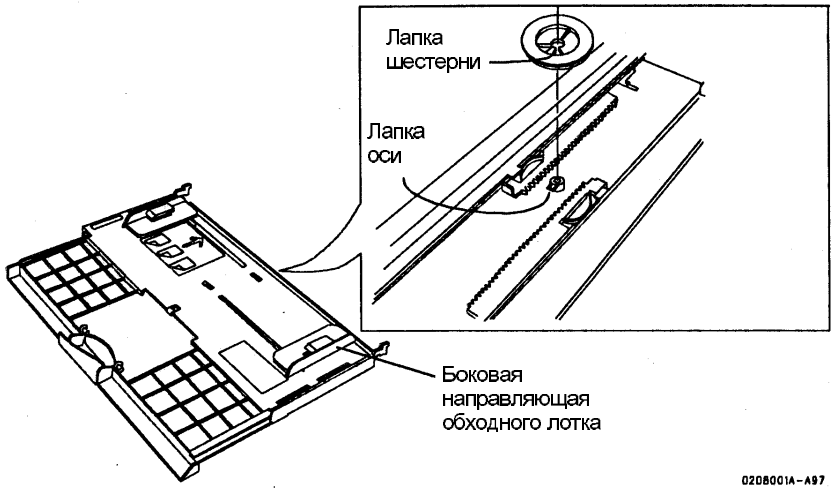

Рис. 2. Регулировка боковых направляющих
2. Отрегулируйте боковые направляющие (Рис. 2).